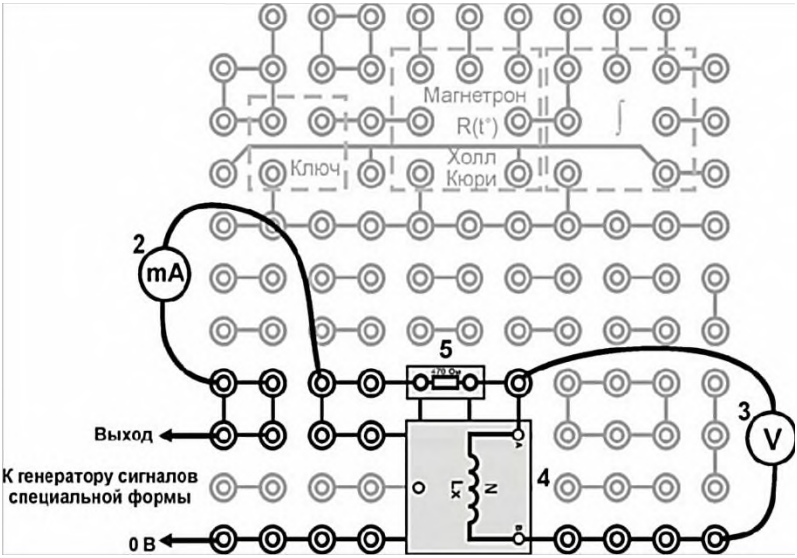

Рис.2. Монтажная схема; 2, 3, 4, 5 – см. рис. 1
2. Соберите электрическую цепь по монтажной схеме, приведенной на рис.2, подключив катушку L без сердечника.